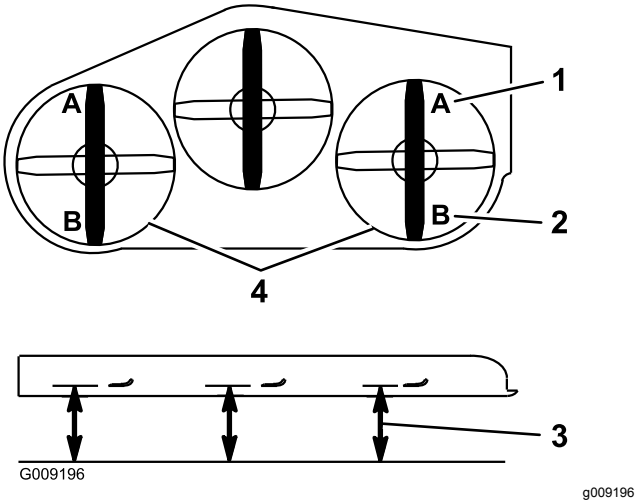

Figur 96
9. Mål fra den plane overflade til skæreknivens forreste spids (position A) på begge sider af skjoldet som vist i (Figur 96).
16. Mål fra den plane overflade til skæreknivens bageste spids på begge sider af skjoldet (position B) som vist i Figur 96.